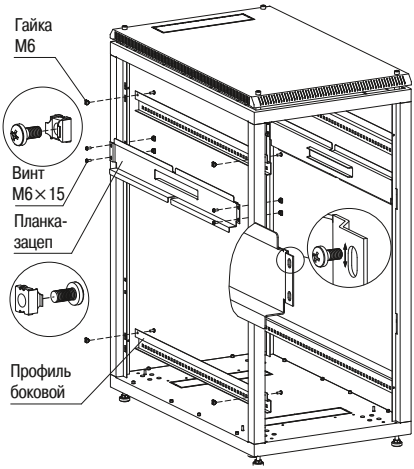

Рисунок 6 – Установка боковых профилей
3.1.6 Для закрепления профилей боковых и планок-зацепов на стойках вставьте гайки М6 в квадратные отверстия стоек, закрепите винтами М6×15 с полукруглой головкой (рисунок 6). В шкафах высотой свыше 27U предусмотрено 3 пары профилей боковых.